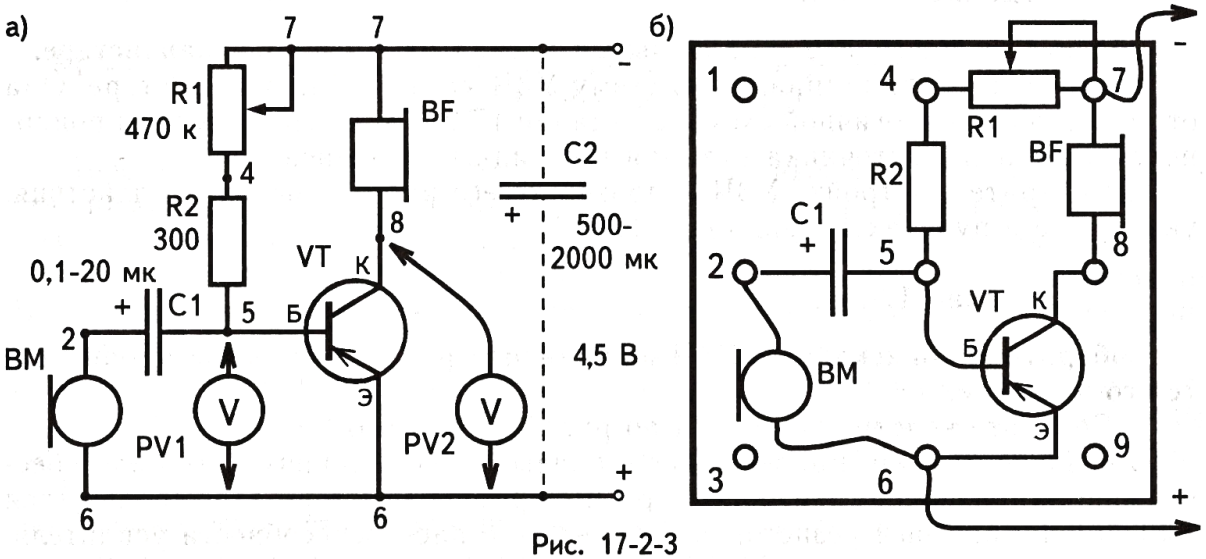

Рис. 17-2-3
1. Соберите схему усилителя звуковой частоты (УЗЧ) по рис. 17-2-3, а и б. В качестве микрофона *BM* и телефона *BF* служат высокоомные капсюли от головного телефона ТОН-2.
1. Соберите усилительный каскад по рис. 17-2-3, а и б задания 17-2-1 и настройте его.